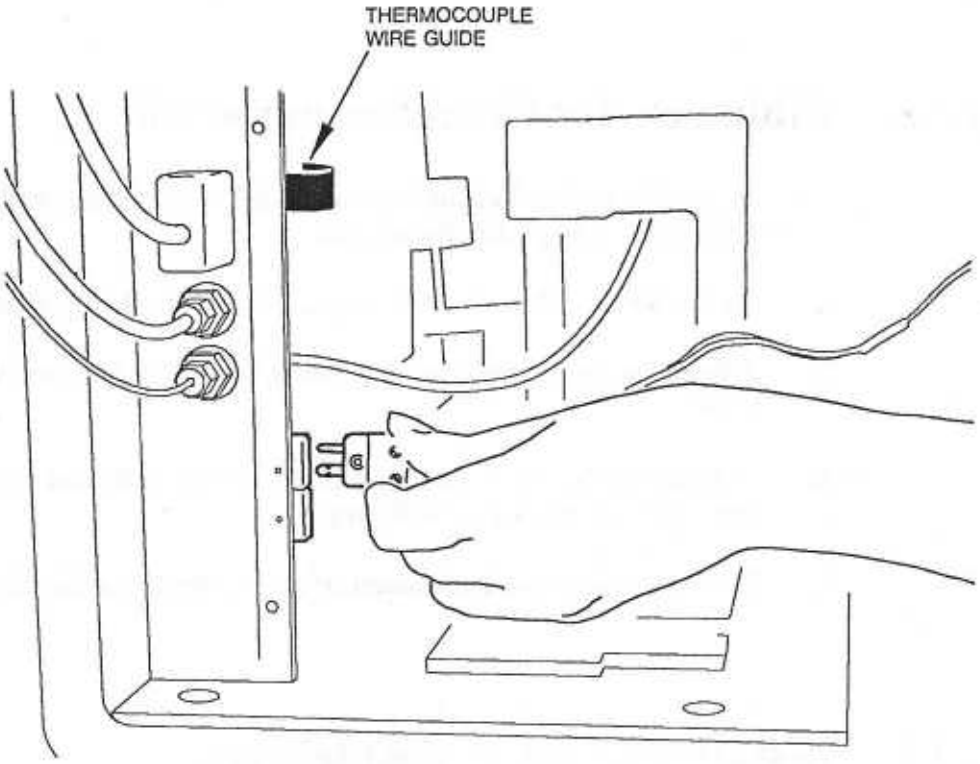

Bild 8
1. Stecken Sie den Stecker des Thermoelementes wie in Abbildung 8 gezeigt am TMA ein.
4. Hängen Sie das Thermoelementekabel in die Kabelführung (s. Abb. 8) ein.